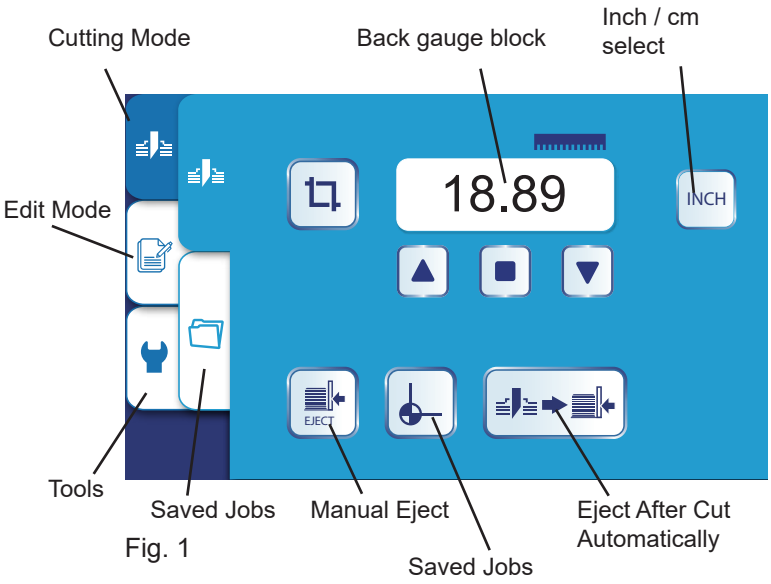
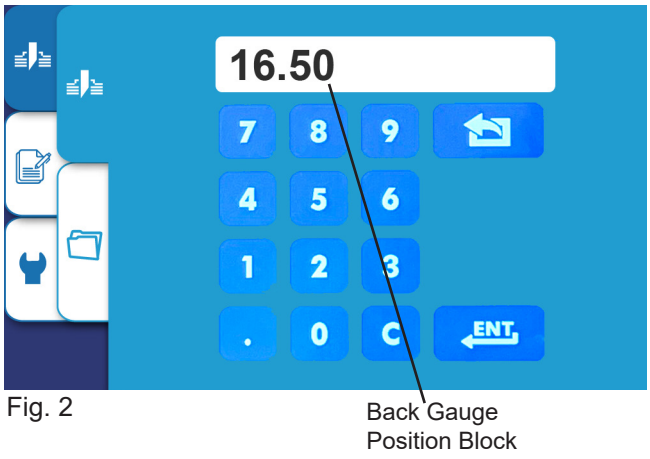

Fig. 1
Fig. 2
2. Choose metric or inch measurements by pressing either the “inch” or “cm” box on the touchscreen (Fig. 1). Then touch the back gauge block, and a keypad will appear (Fig. 2)
4. Press the Back Gauge position block (Fig. 2) on the keypad to set the back gauge position for desired cut size. Press Enter. ENT